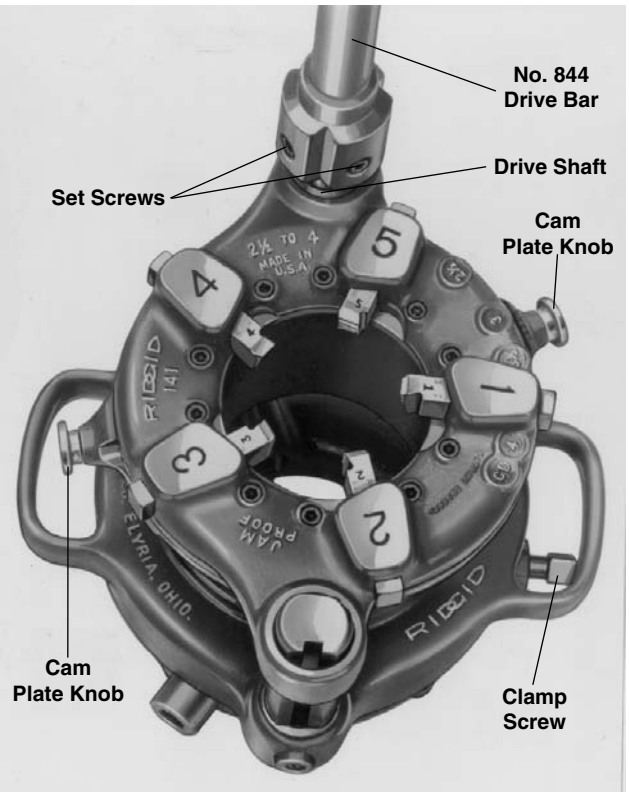

Figure 7 – No 141 Geared Threader (No. 161 Threader Similar)
2. Pull knobs *(Figure 7)* of cam plate and rotate cam plate to desired pipe size marking on top of die head. Release knobs when locating pins drop into holes in selector plate.